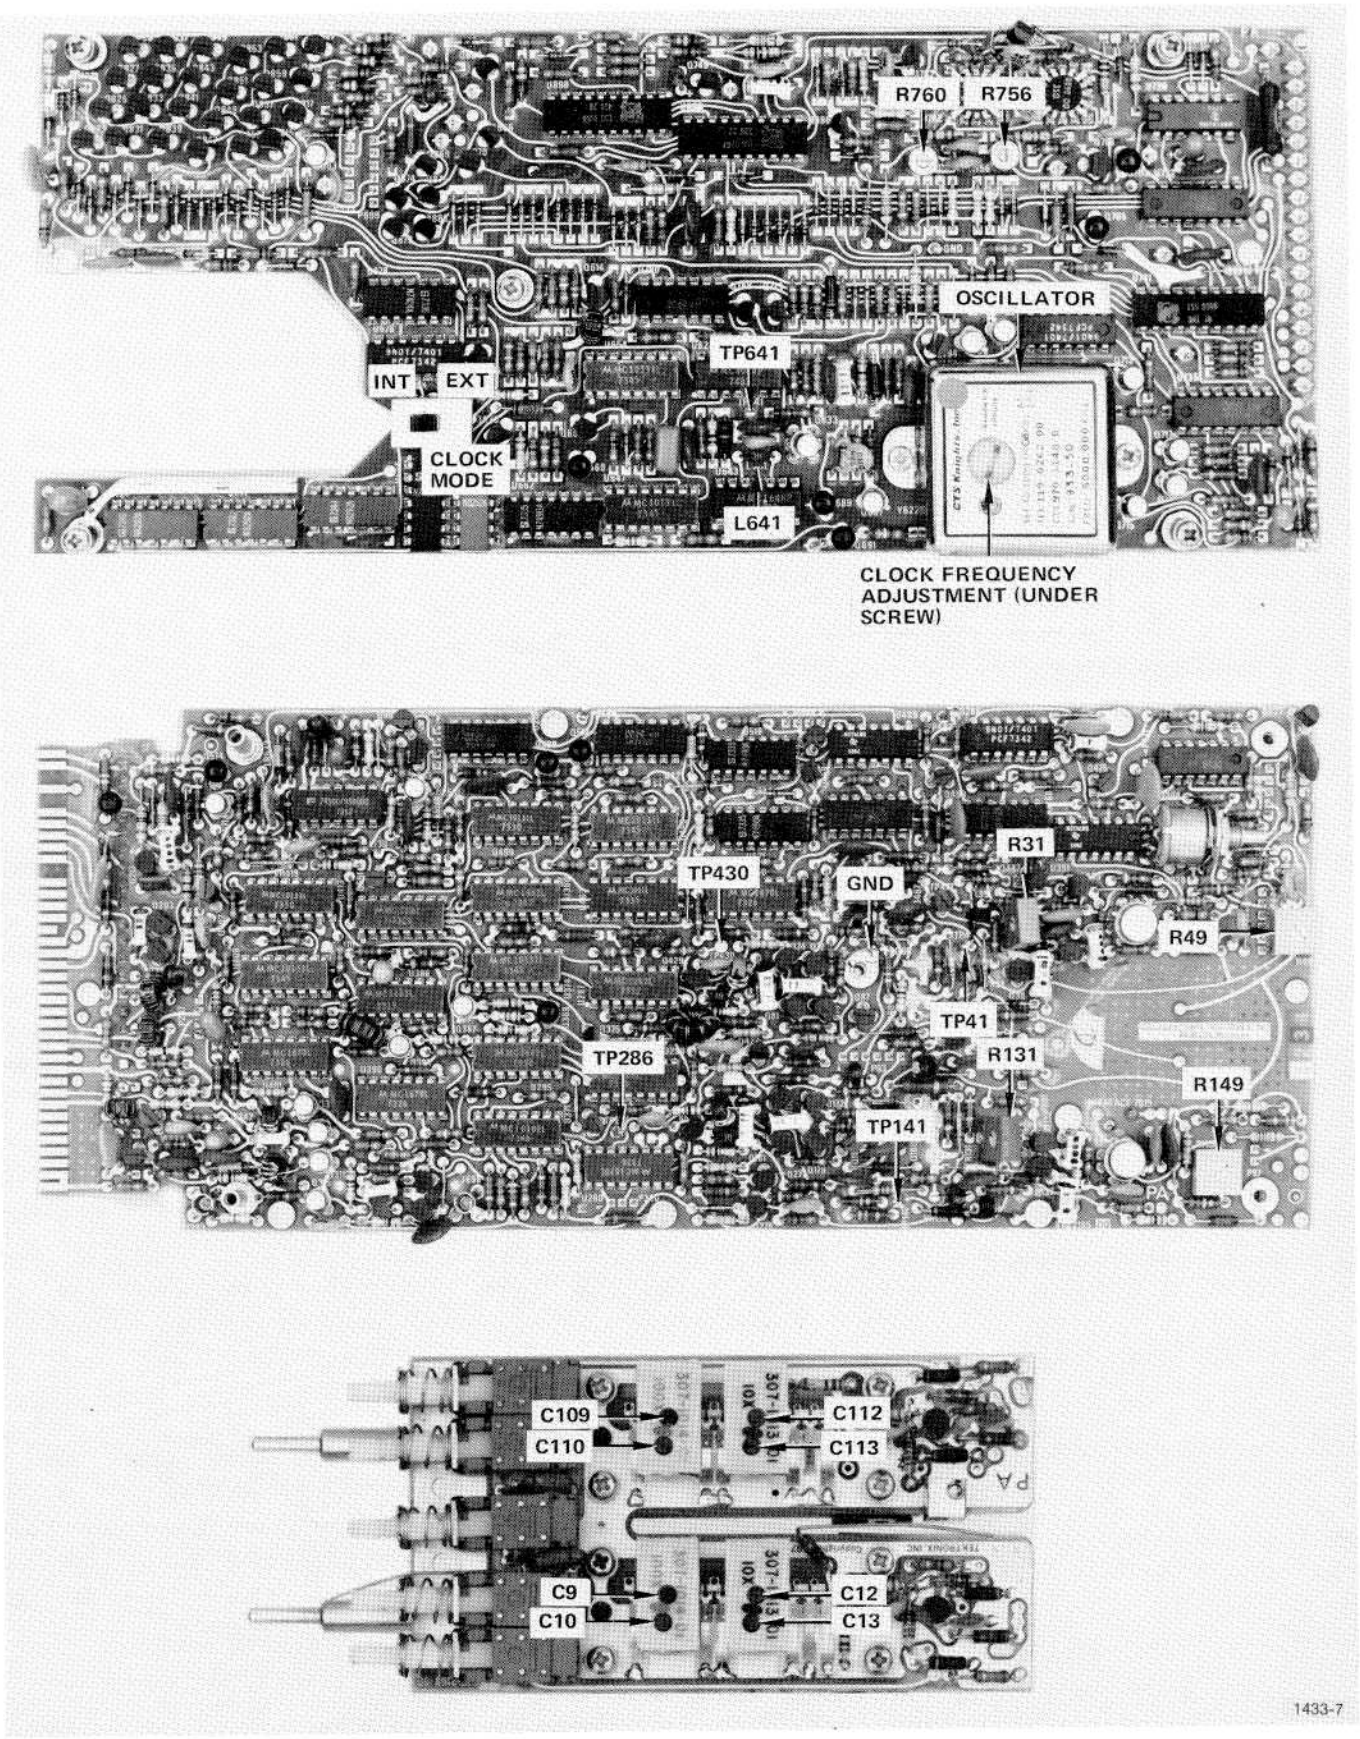

Fig. 5-1. Location of Adjustments and Test Points.
The following procedure is arranged so that the 7D15 can be calibrated with the least interaction of adjustments and reconnection of equipment. The control settings and test equipment setup, throughout this procedure, continue from the preceding step(s) unless otherwise noted. Refer to Figure 5-1 for location of adjustments.
b. Connect the input of the Vertical Plug-In unit between test point 41 (see Figure 5-1) and ground using a 10X probe. Set the Vertical Plug-In sensitivity to 5 mV/division (to obtain 50 mV/division with 10X probe).
e. Move the 10X Probe to test point 41 (see Figure 5-1).
[3]See Figure 5-1 for location of adjustment.
d. Set the 7D15 INTERNAL/EXTERNAL switch (located on right side of plug-in, see Figure 5-1) to EXT. Set the GATE switch to NORM and the CLOCK to 10 μs.
a. Connect the DVM between test point 641 and ground. See Figure 5-1 for location of test point 641.